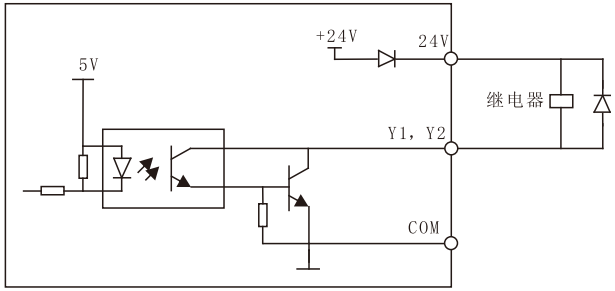

图 3-10 多功能输出端子接线方式
1)多功能输出端子Y1、Y2可使用变频器内部的24V电源，接线方式请参见图3-10。